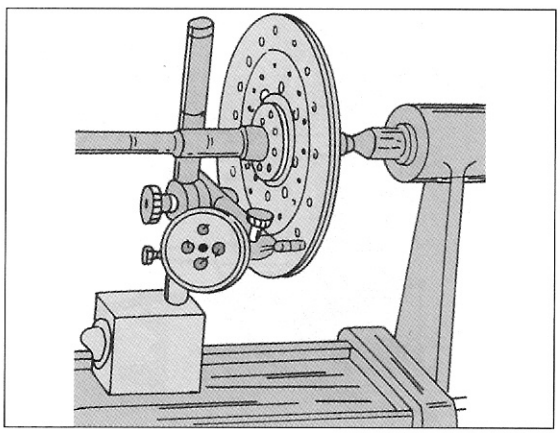

Bild 189
- Um die Mitnehmerscheibe auf Schlag zu kontrollieren, spannt man sie auf einem passenden Dorn oder einer Kupplungswelle zwischen die Spitzen einer Drehbank. Eine Messuhr mit einem geeigneten Halter neben der Scheibe so aufsetzen, dass der Messfinger gegen den Rand der Scheibe anliegt und zwar an der Außenkante der Scheibe (Bild 189). Die Scheibe langsam durchdrehen und die Anzeige der Messuhr ablesen. Falls die Anzeige größer als 0,5 mm ist, sollte man die Scheibe erneuern.